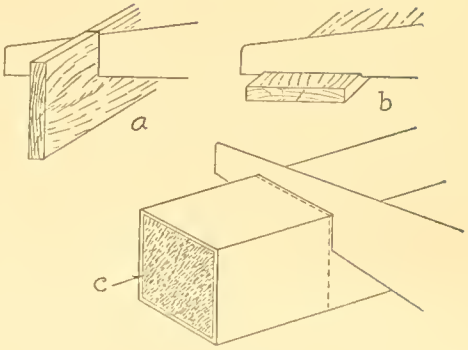

Fig. 7
4. A line squared across two adjoining faces will be a great help in keeping the saw perpendicular to the piece of wood, as in Fig. 7.